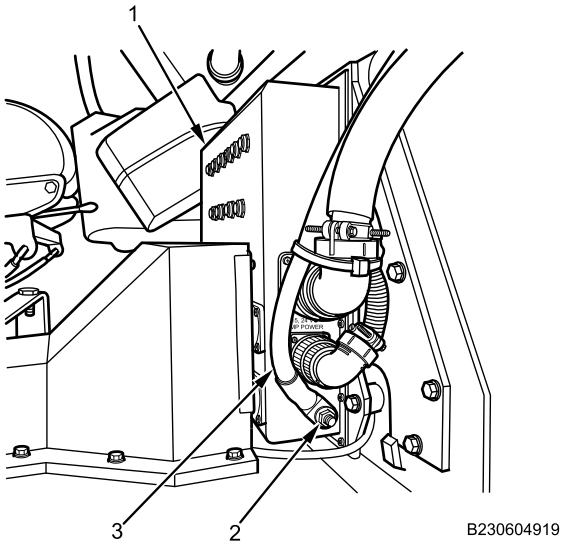

Figure 2. PDM Ground Connection.
2. Remove nut (Figure 2, Item 2) from PDM (Figure 2, Item 1).
3. Remove and discard cable lock straps. Remove PDM ground cable (Figure 2, Item 3).